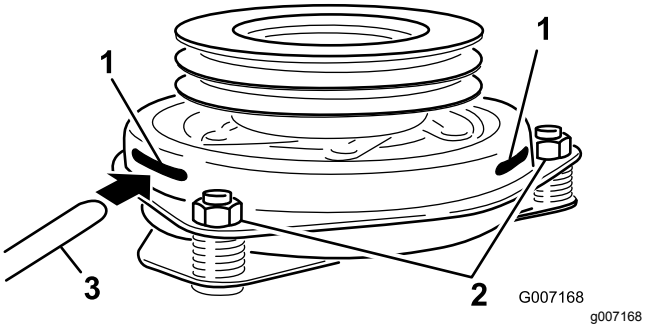

Bild 65
9. Stecken Sie eine Fühlerlehre 0.381 mm bis 0.533 mm durch einen Prüfschlitz in die Seite der Baugruppe (Bild 65).
10. Ziehen Sie die Sicherungsmuttern an, bis die Fühlerlehre etwas fest sitzt, jedoch leicht bewegt werden kann (Bild 65).